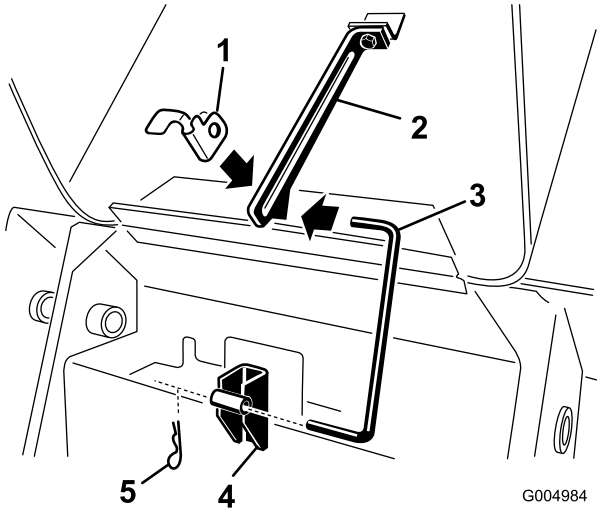

Figuur 40
3. Trek de R-pen uit de onderzijde van de steunstang van de motorkap en schuif de steunstang uit de bevestigingsbeugels en het lipje (Figuur 40).
7. Steek de steunstang in de bevestigingsbeugels en het lipje en bevestig dit met de R-pen (Figuur 40).